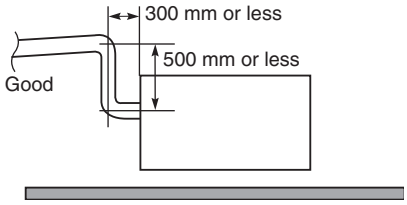

Fig. 3-11
- **If it is necessary to increase the height of the drain pipe, the section directly after the connection port can be raised a maximum of 500 mm. Do not raise it any higher than 500 mm, as this could result in water leaks. (Fig. 3-11)**